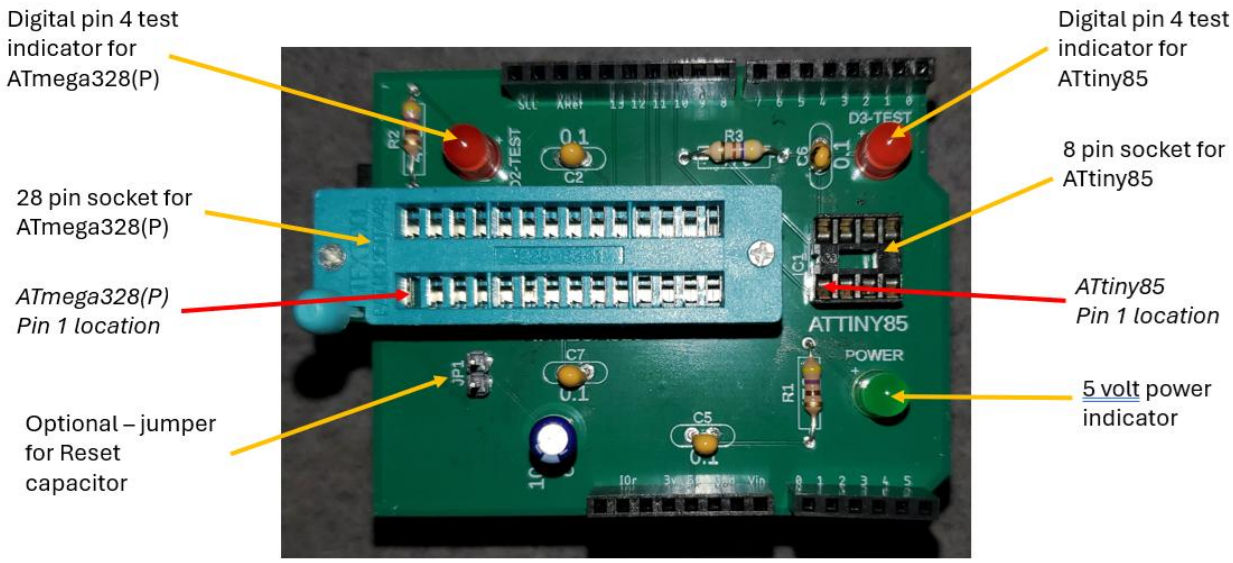

Figure 2. Annotated View of the Programmer Shield.
Figure 2, below, is an annotated view of the shield board. The shield board is where you plug in your bare bones microcontroller chip in order to upload programs to it using the Arduino IDE,
The shield board contains a 28 pin socket that accepts the ATmega328(P) chip for programming and an 8 pin socket that accepts the ATtiny85 chip for programming. Note that pin 1 of both sockets is to the left, as shown in figure 2. *Care must be taken to plug the microcontroller chip into the correct socket in the correct orientation!*
Additional components are shown on the shield board in figure 2: